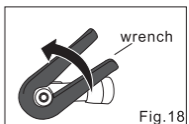

Fig.18
2) Unscrew the head cover with the supplied wrench then turn the wrench counter clockwiseto loosen the cover , remove the cover . Remove the cartridge (Fig . 18).